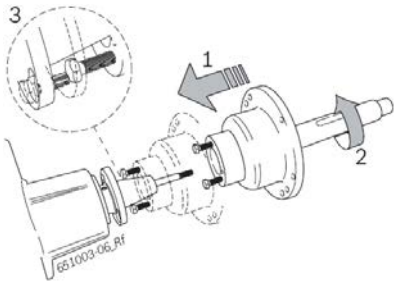

Рис. 9. Надвигание и заворачивание фланца.
4. Полностью заверните вал во фланец (см. рис. 9). Затягивайте без усилий!
5. Двигайте фланец через конус к стопорному кольцу до тех пор, пока оба винта не погрузятся в левую сторону отверстий (рис. 9).